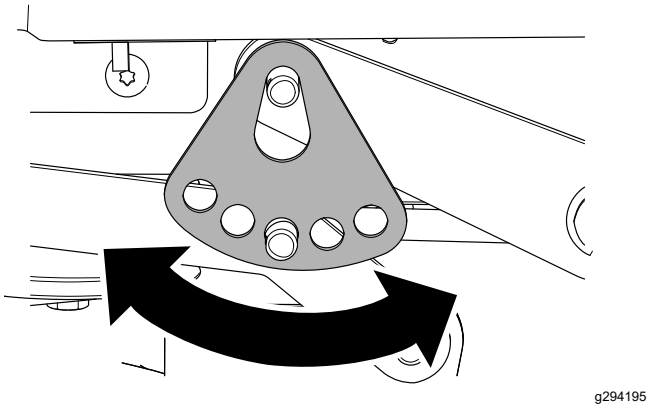

Figuur 69
7. Draai de maaihoogteplaat naar een andere opening zodat deze het gewicht van het maaidek ondersteunt nadat u de plaat hebt geïnstalleerd (Figuur 69).
8. Monteer de ring en de R-pen (Figuur 69).